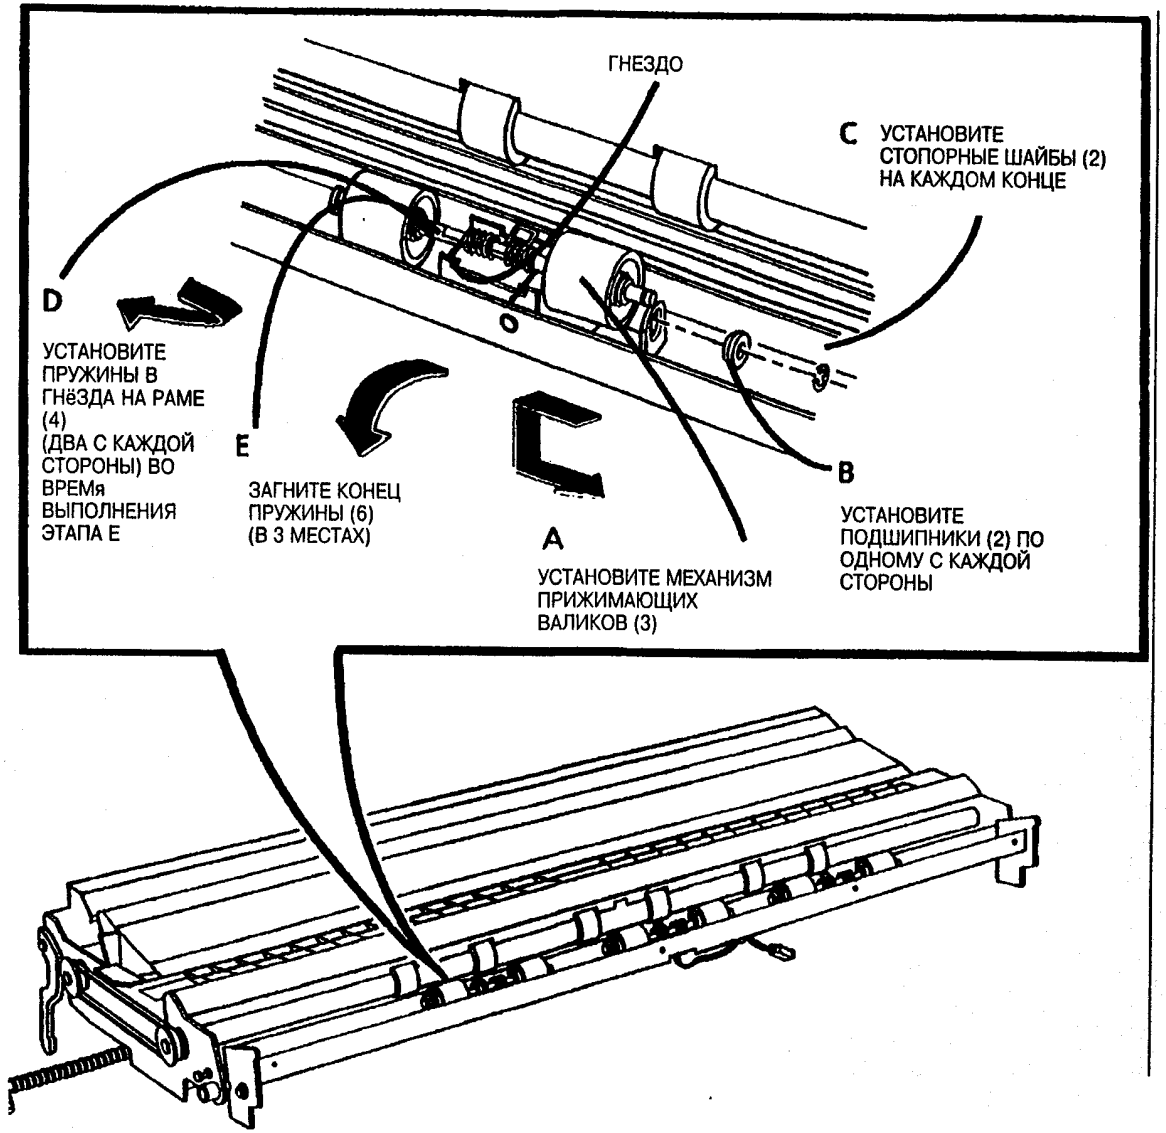

Рис. 3. Установите механизм прижимающих валиков регистрации
2. (Рис. 3): Установите механизм прижимающих валиков регистрации.